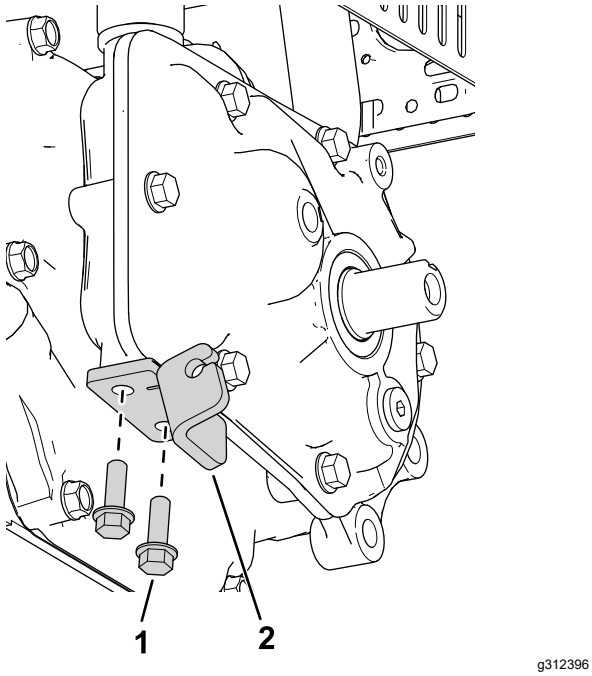

Bild 1
1. Montieren Sie die Kupplungsplatte mit zwei Schraube (¼“ x ¾"), wie in Bild 1 dargestellt.